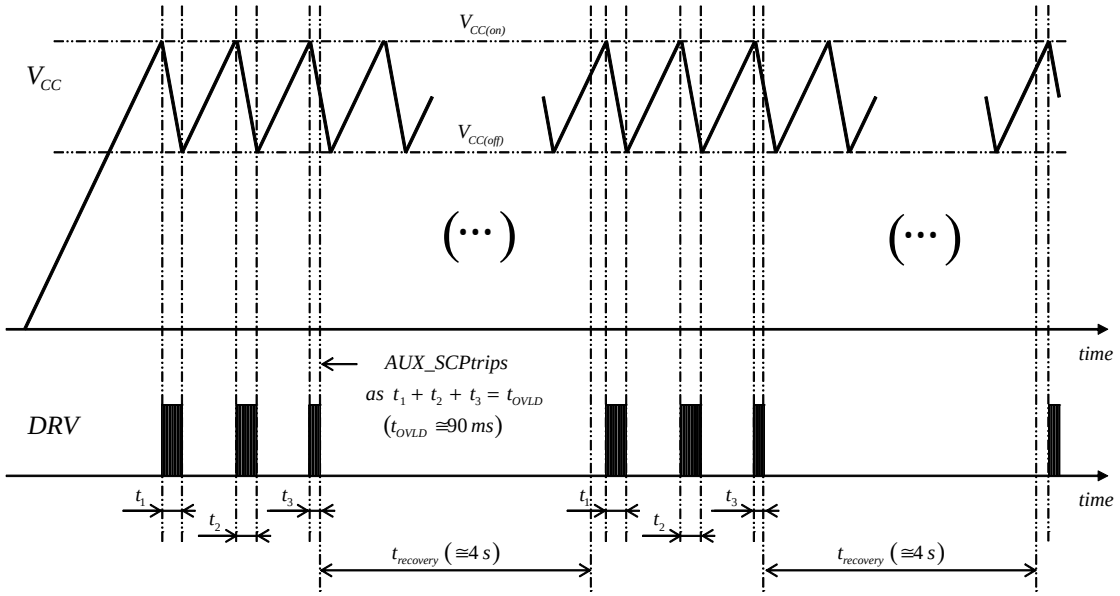

Figure 60. Start−up Sequence in a Load Short−circuit Situation
- If the load is shorted, the circuit will operate in hiccup mode with V_{CC} oscillating between $V_{CC(off)}$ and $V_{CC(on)}$ until the AUX_SCP protection trips (AUX_SCP is triggered if the ZCD pin voltage does not exceed 1 V within a 90−ms operation period of time thus indicating a short to ground of the ZCD pin or an excessive load preventing the output voltage from rising). The AUX_SCP protection forces the 4−s auto−recovery delay to reduce the operation duty−ratio. Figure 60 illustrates a start−up sequence with the output shorted to ground.